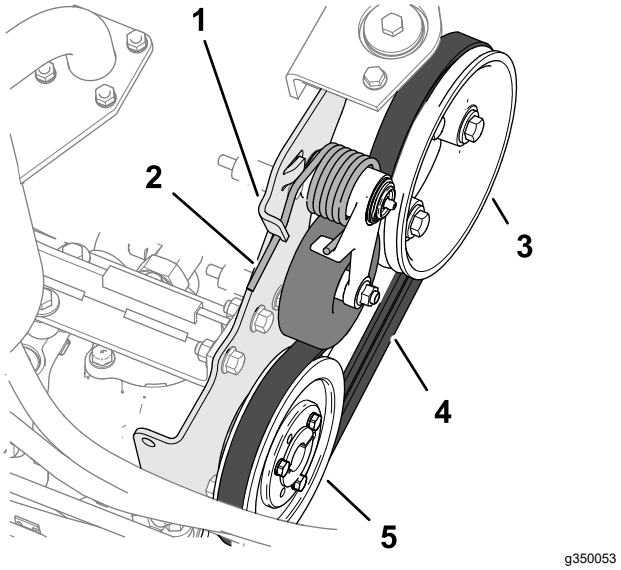

Figur 90
2. Tryck änden av fjädern för remspänning ned och ut genom skåran i pumpmonteringsbeslaget. Flytta sedan fjäderns ände framåt (Figur 90).